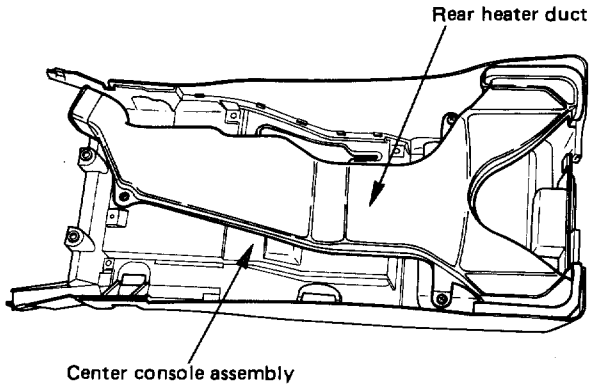

Fig. 10-5
- Remove rear heater duct from center console. (Fig.10-5)